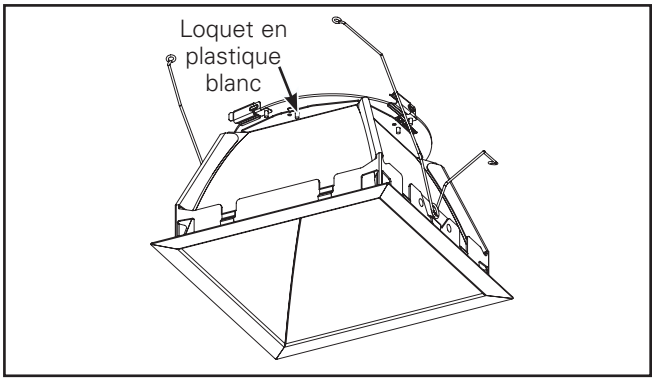

Figure 10.
1. Appuyez sur le loquet en plastique blanc pour retirer le réflecteur supérieur et nettoyer la lentille. (Figures 10 & 11).